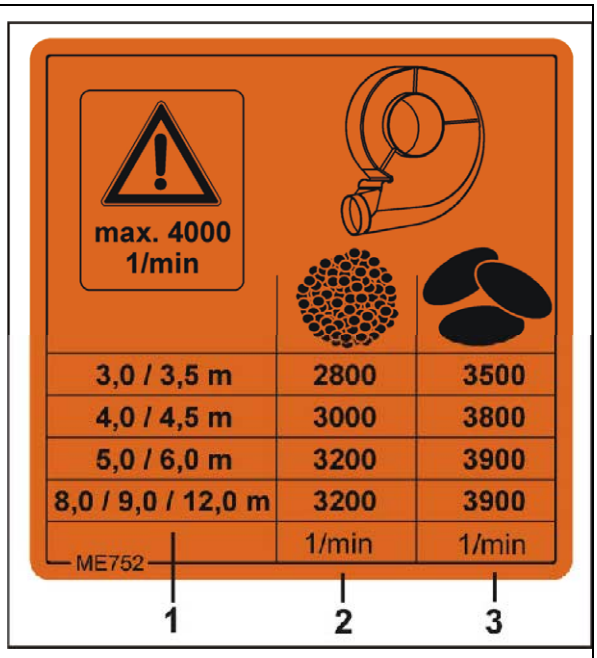

**Fig. 103**
Pour connaître le régime approprié de la turbine (régime de consigne de la turbine), consultez le tableau (Fig. 103, ci-dessous).
- la largeur de travail de la machine (Fig. 103/1)
- o petites semences, par ex. colza (Fig. 103/2) ou graminées pour gazon
- o céréales et légumineuses (Fig. 103/3).